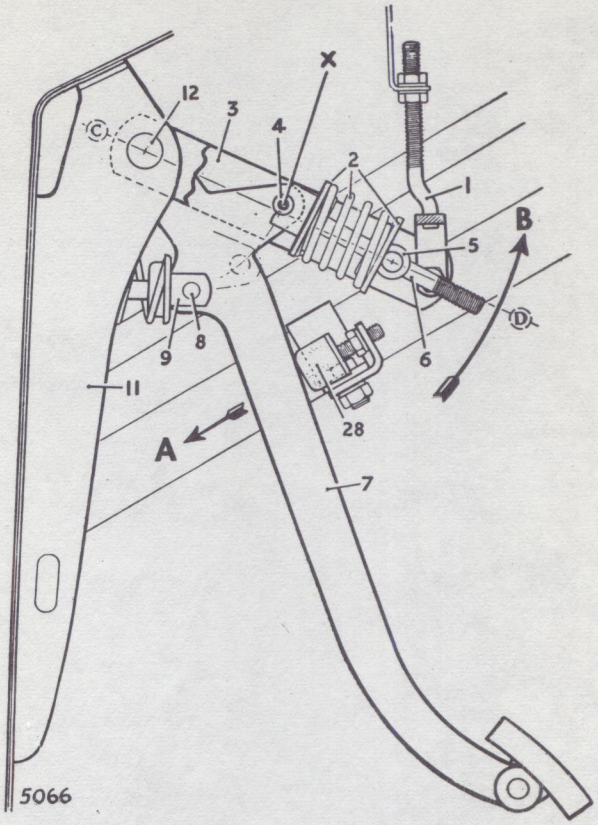

Fig. 4. *Pedal Linkage in section (Series I, II and III cars)*
PEDAL STOPS (Fig. 4)
CLUTCH PEDAL HELPER SPRING (Fig. 4)
Adjust in direction of arrow (B), Fig. 4, until a point is reached at which the pedal, when depressed, fails to return fully to the rubber stop. Adjust in the reverse direction by the MINIMUM amount necessary to allow full return of pedal. Tighten the locknuts.